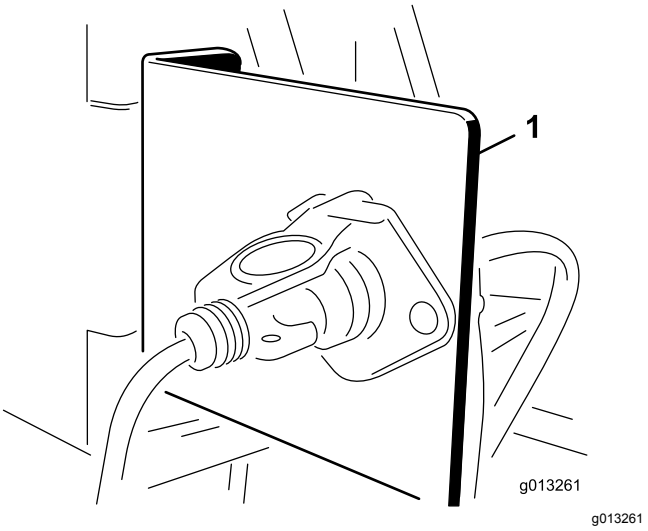

Figur 8
1. Monter sokkelbeslaget på et fast sted på bagenden af bugseringskøretøjet ved hjælp af ét af de medfølgende monteringsbeslag (Figur 8).